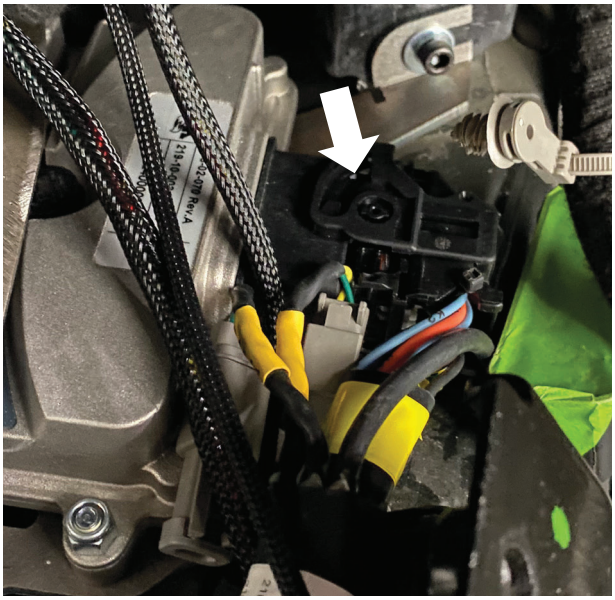

Fig. 49: Plug the main harness into the ECU.
21. Plug the main harness into the ECU, using the latch to ensure the connection is firm (Fig. 49). Then secure the wires in the center console area out of the way in the best way for your setup.